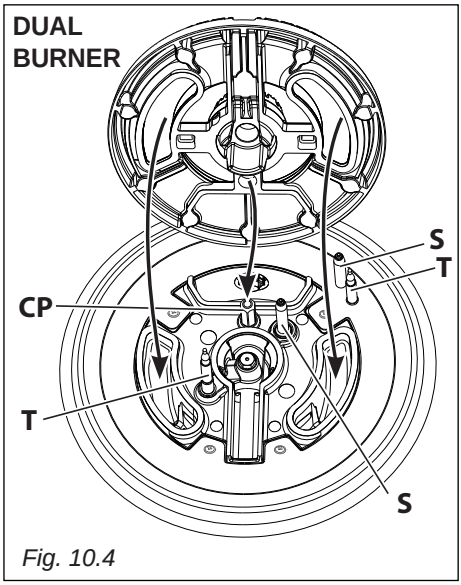

*Fig. 10.4*
**IMPORTANT:** the Dual burner flame spreader has a centring pin ("**CP**" in fig. 10.4).